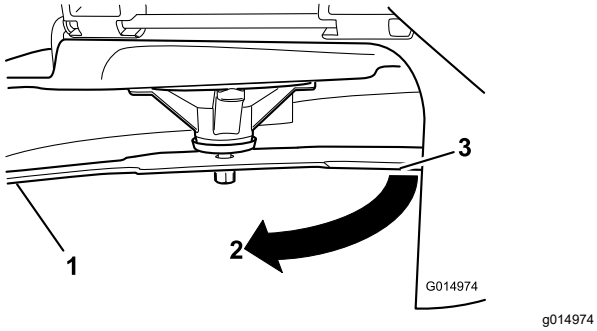

Figur 105
3. Målt afstand mellem skærekniven og overfladen (A)
4. Drej samme skærekniv 180 grader, så den modsatte skærekant nu befinder sig i samme position (Figur 105).